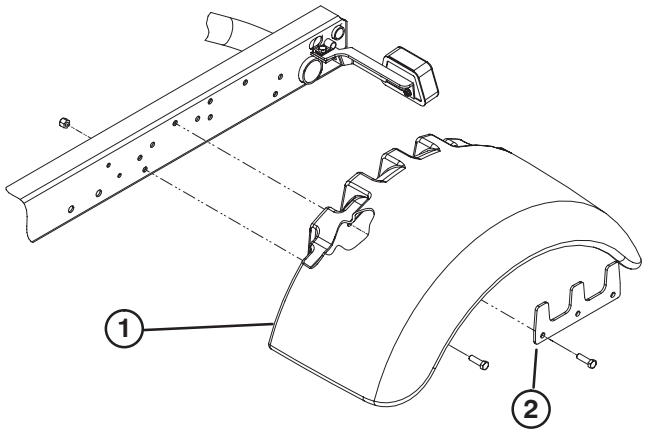

Figuur 2
4. Zet een spatscherm losjes vast aan beide zijden van het frame met een steunplaat, (5) 3/8 x 1–1/4 inch tapbouten en een borgmoer zoals wordt aangegeven op Figuur 2.